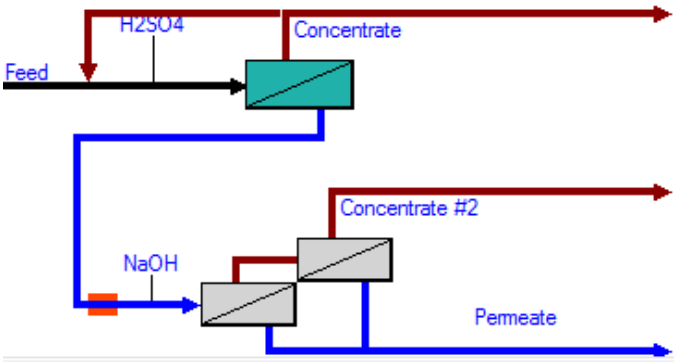

Figura 5.56: Sistema de dos pasos con recirculación del concentrado del paso 1
-Si está seleccionado el paso 1, esta opción se titula "Pass 1 Conc to Pass 1 Feed" (Concentrado del primer paso a la alimentación del primer paso), y activa una recirculación que parte del concentrado resultante del primer paso y desemboca en su corriente de alimentación, tal y como se muestra en la figura 5.56.